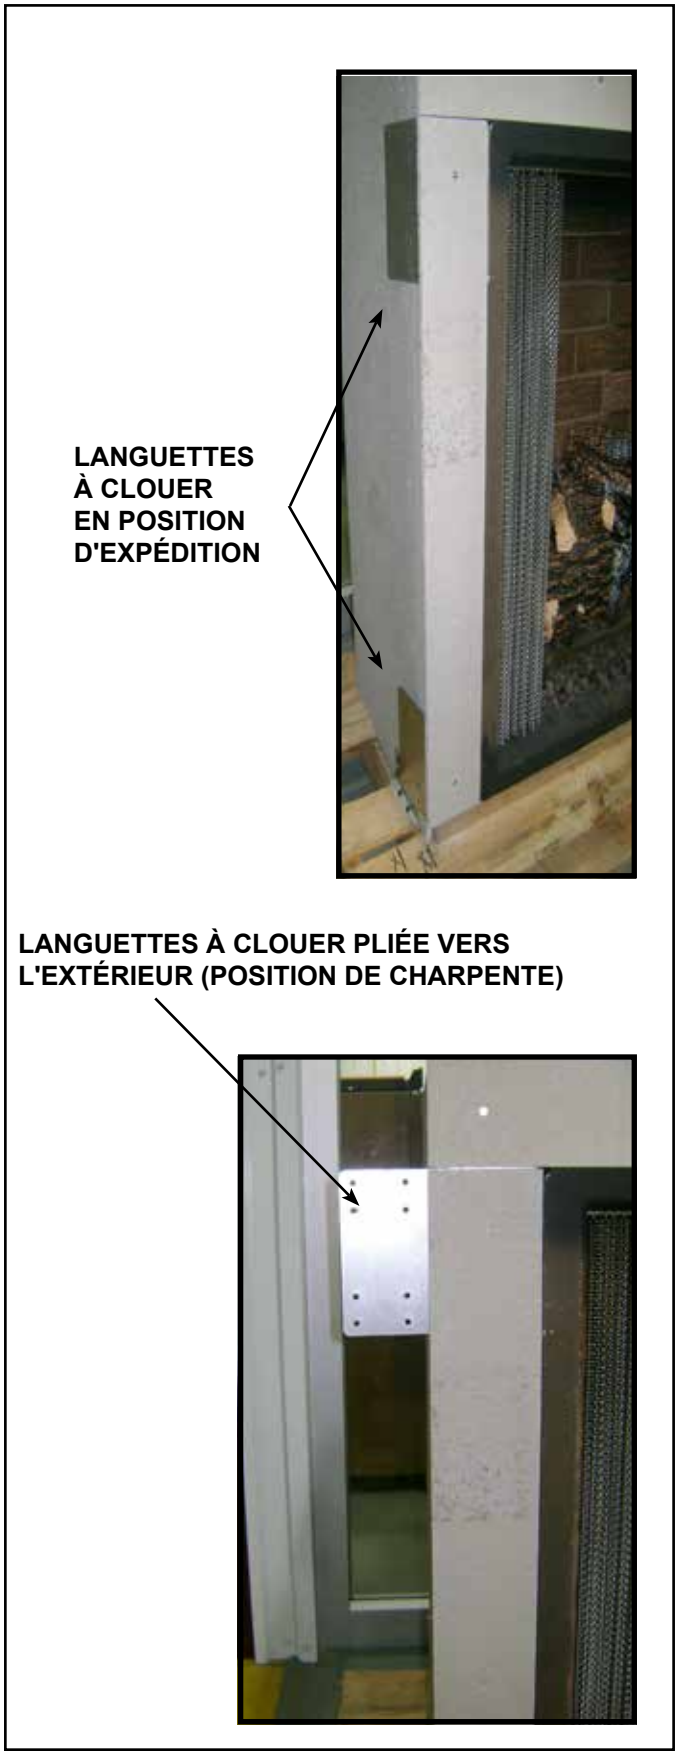

Figure 4.1 Positionnement et fixation des languettes à clouer
- Les languettes à clouer doivent être déplacées de la position d'expédition à celle d'installation, pour ensuite fixer à la charpente. Recourbez deux languettes à clouer vers l'extérieur, de chaque côté. Voir la figure 4.1.